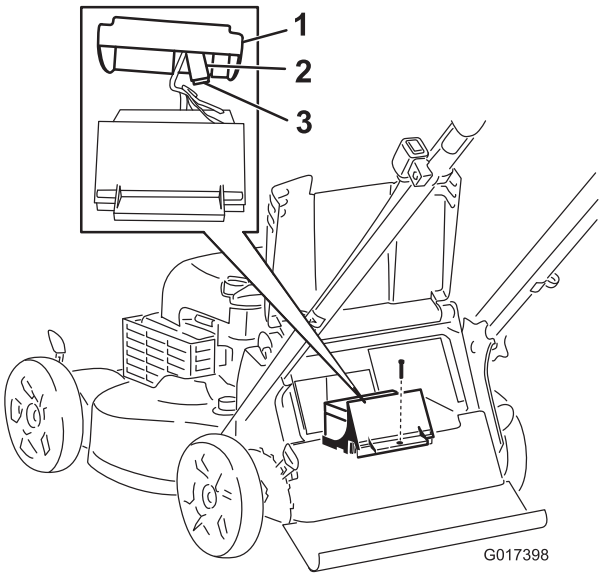

Figuur 35
3. Verwijder de schroef waarmee het accucompartiment is bevestigd, verwijder de accu en ga naar de zekering (Figuur 35).
4. Vervang de zekering in de zekeringhouder (Figuur 35).